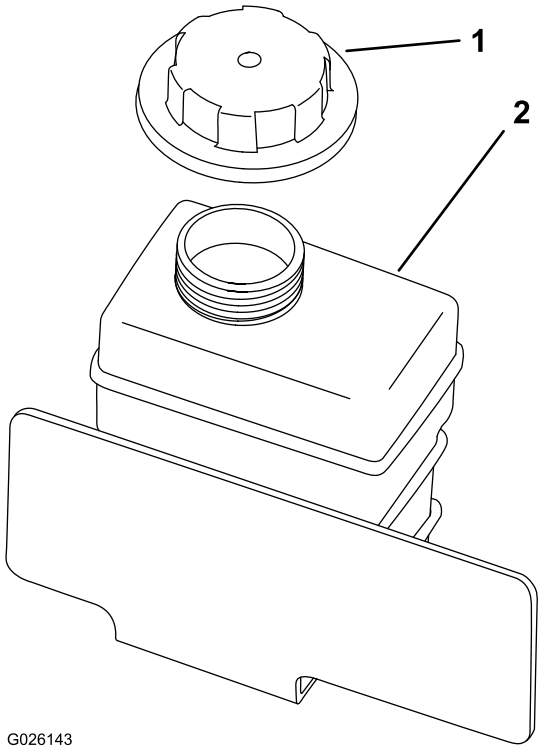

Figur 17
2. Kontrollera kylvätskenivån i reservtanken (Figur 17).